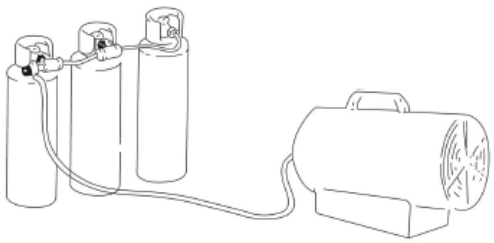

Figura 1
1.9. Si el calefactor debe funcionar durante un largo período a su capacidad máxima, es posible que se forme hielo en la bombona. Esto se debe a una extracción excesiva de vapor. Bajo ninguna circunstancia debe calentarse la bombona. Para evitar este efecto, o al menos reducirlo, utilice una bombona de mayor capacidad o dos bombonas conectadas entre sí (Figura 1).